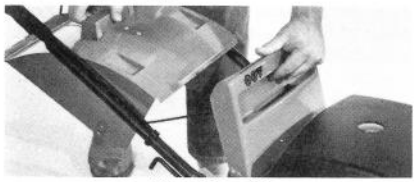

Afbeelding 18
2. Open de achterklep volledig door hem op te lichten (Afb. 18).